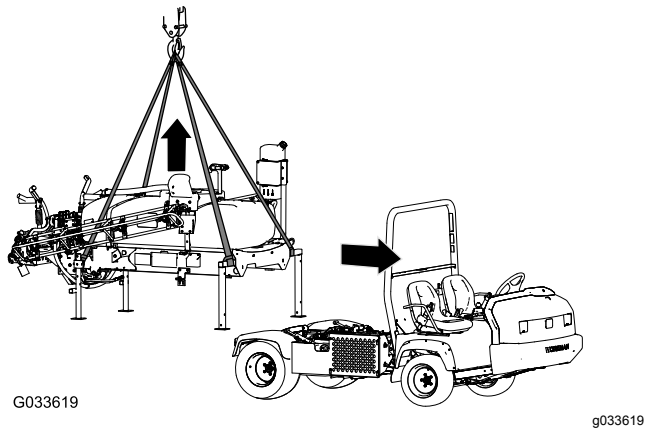

Figur 135
1. Sænk bommene til ca. 45°, og drej dem derefter fremad (Figur 135).
5. Fastgør løfteudstyret til de forreste donkraftes vandrette rør og den lodrette stang på de bageste donkrafte (Figur 135).
7. Hæv tankplatformen fra maskinen højt nok til at fjerne platformen fra maskinen (Figur 135).